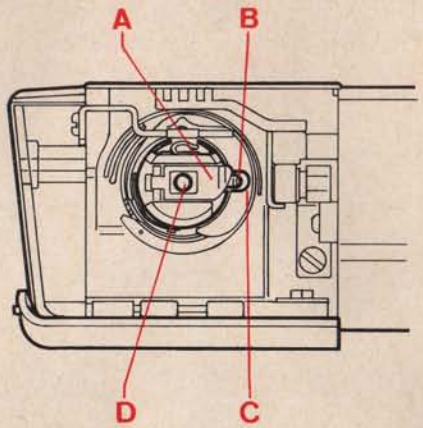

Abb. 8
5. Spulenkapsel-Einsetzen (Abb. 8)